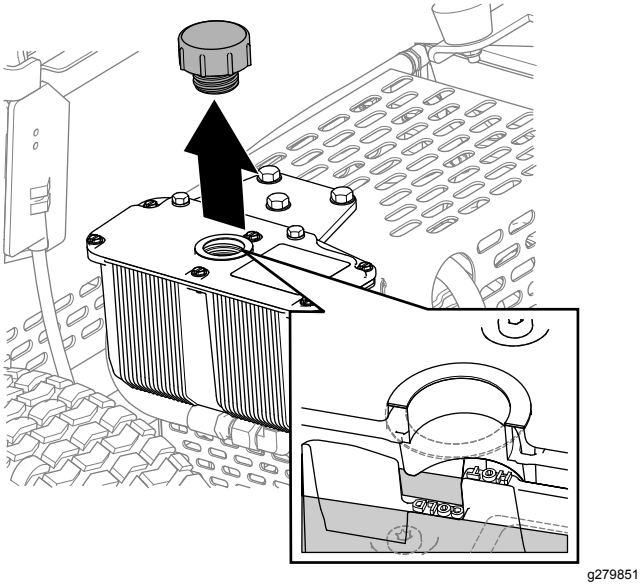

Figura 35
3. Togliete il tappo e verificate il livello del fluido idraulico nel serbatoio (Figura 35).